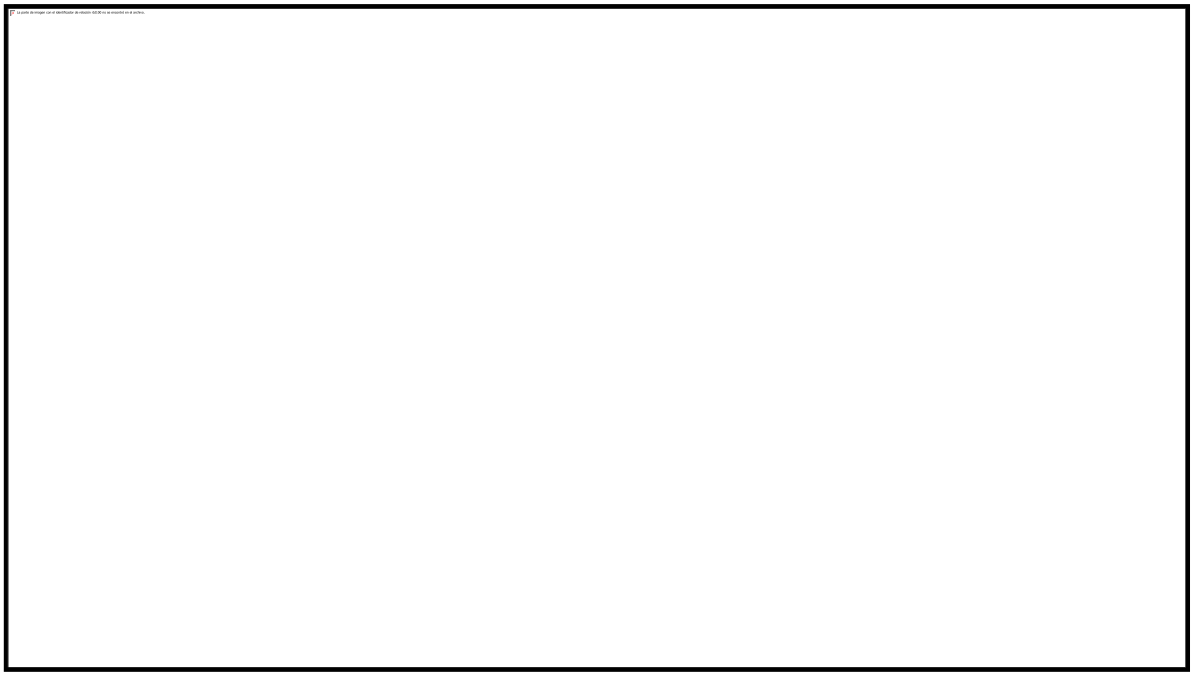

Figura 7.10. Registro Puntero de la PILA. Fuente: PIC18FXX2 Data Sheet; High Performance Enhanced FLASH Microcontrollers with 10-Bit A/D (sección 4).
- El “stack” posee un Registro Puntero y Control de la Pila (STKPTR). El STKPTR es un Registro de Propósito Específico de 8 bits tipo r/w de la RAM, que se inicia en 00000000b después de cualquiera de las 8 fuentes de RESET descritas anteriormente y sirve para direccionar la pila y verificar su desbordamiento (“over” y “under” “flow”). En la **figura 7.10** se muestra el registro STKPTR.